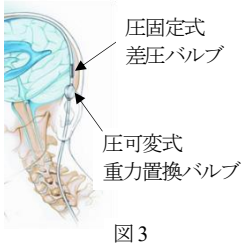

図3
(1) 圧可変式重力置換バルブの初期設定開放圧は20cmH_2Oであり、この設定値は体内への埋め込み前に変更することが可能である（「3. 圧可変式重力置換バルブの設定値の変更方法」を参照）。
(2) 本品は体位依存型の製品であるため、バルブは患者の体軸に並行になるように後耳介へ埋め込むことを推奨する（図3）。